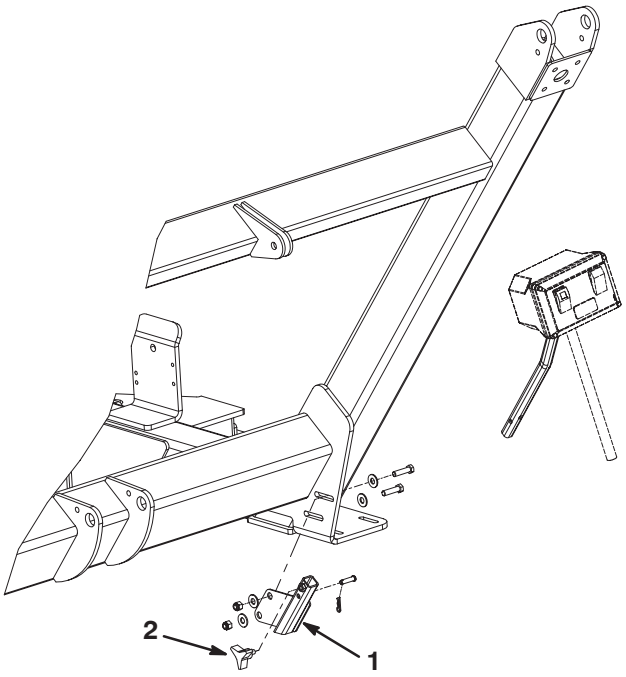

Figur 10
1. Monter samlebeholderen på fejemaskinens stelbeslag med (2) 3/8–16 x 1/2 tomme maskinskruer, (4) spændeskiver og (2) møtrikker. Placer komponenterne som vist i figur 10.